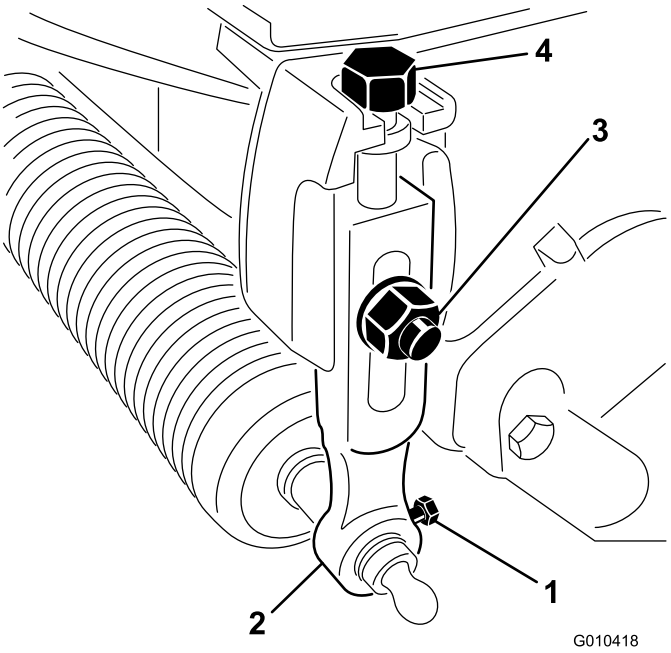

Figura 1
2. Allentate i bulloni che fissano ciascuna estremità del rullo anteriore ai bracci dell'altezza di taglio (Figura 1).
3. Rimuovete i bulloni a testa tonda, le rondelle e i dadi di bloccaggio che fissano i bracci dell'altezza di taglio a ciascun apparato di taglio e rimuovete i bracci dell'altezza di taglio e il gruppo del rullo (Figura 1).
4. Rimuovete i bulloni di regolazione dell'altezza di taglio dai bracci dell'altezza di taglio (Figura 1).